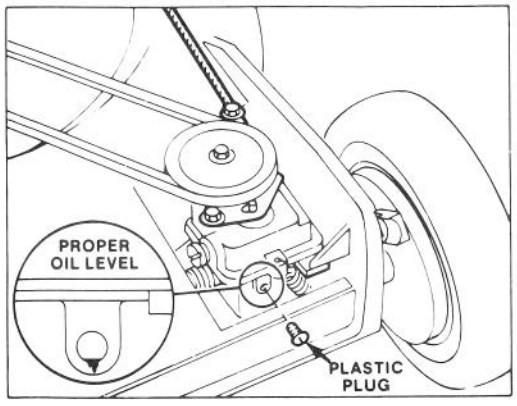

Figure 16
2. CHECKING GEAR OIL LEVEL (Fig. 16) – Position mower on level surface and clean around plastic plug. Remove plastic plug and watch for oil to ooze out of hole. If gear oil oozes out, quickly install plastic plug because oil is at proper level. If oil does not flow, add gear oil: see step 3.